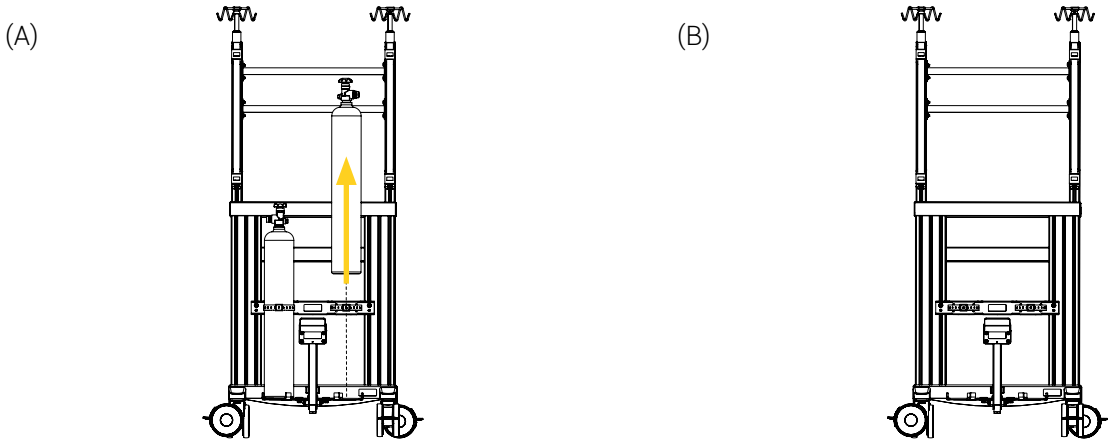

Figure 11 : Retrait du cylindre à gaz du support
1. Appliquer le système de freinage sur les quatre (4) roulettes double pivotante du chariot.
3. Soulever et retirer le cylindre à gaz du support et le mettre de côté (Figure 11 A).
4. Au besoin, répéter les étapes 1 à 3 pour retirer un deuxième cylindre à gaz (Figure 11 B).